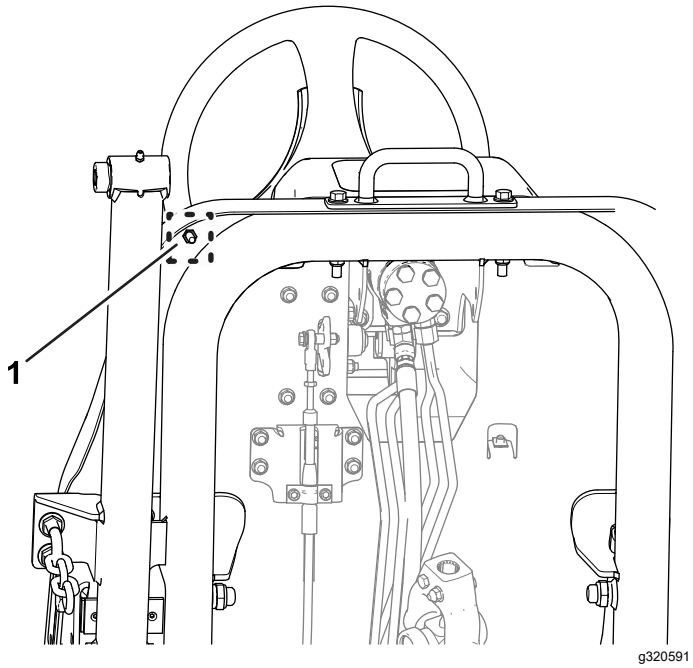

Figur 82
B. Lossa kontramuttern på nedre delen av fotstödsplattan (Figur 82).
F. Håll gaspedalsstoppet medan du drar åt kontramuttern längst ned på fotstödsplattan (Figur 81 och Figur 82) till 37–45 Nm.